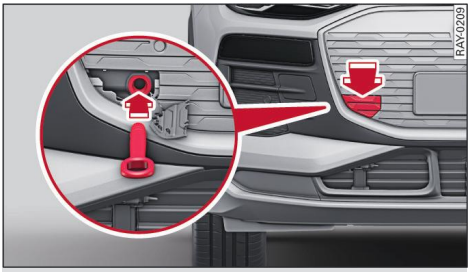

Fig. 154 Front bumper: Fitting the towline anchorage
- Firmly press the cap inwards briefly ⇨ *Fig. 154*. The cap will be released from the bumper.